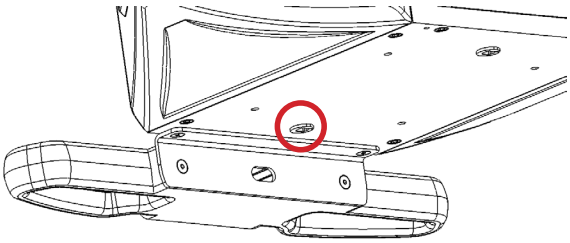

Figure 8.16 - Strain Relief Plug Location
c. Remove the strain relief plug from the bottom of the FLEXiS System (Figure 8.16).